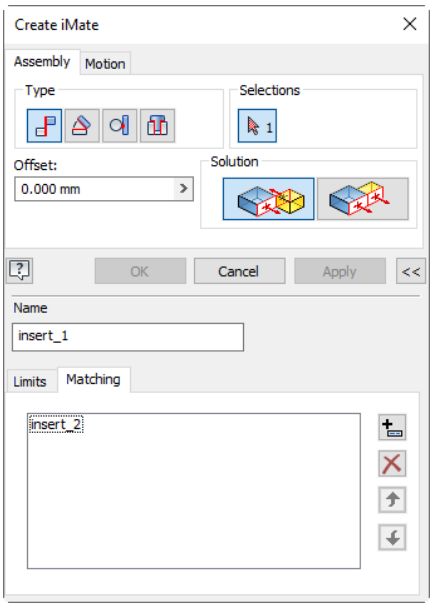

Figure 17-38 *The* ***Create iMate*** *dialog box*
4. Enter **insert_1** in the **Name** edit box and then choose the **Matching** tab; the **Match List** area is displayed, see Figure 17-38.
6. Enter **insert_2** in the edit box displayed, refer to Figure 17-38.
3. Enter **insert_2** in the **Name** edit box. Note that this is the name you entered in the **Match List** area of the **Create iMate** dialog box while setting the iMate of the shaft, refer to Figure 17-38.